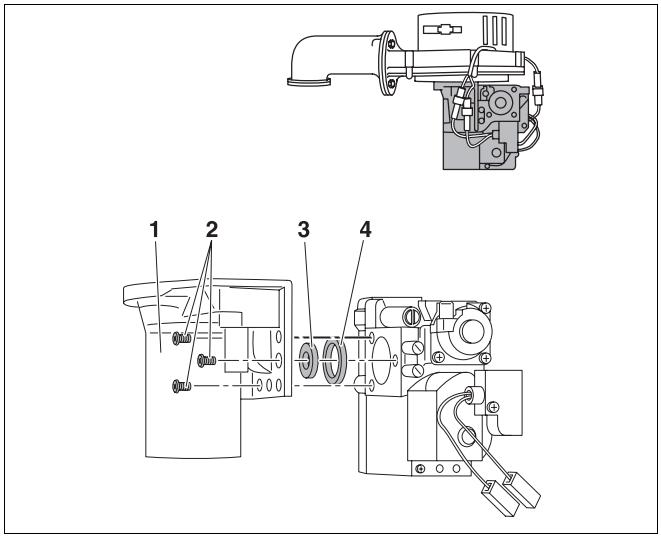

Rys. 65 Wymiana dyszy gazowej
Przezbrajanie na inny rodzaj gazu odbywa się poprzez demontaż wzgl. montaż dyszy gazowej (rys. 65, **poz.** 3) o odpowiedniej średnicy (tabela 16, str. 85).
W przypadku przezbrajania na gaz płynny P należy wymienić całą zwężkę Venturiego (rys. 65, **poz. 1**).
- Odkręcić trzy śruby (rys. 65, **poz. 2**) na ściance wzdłużnej armatury gazowej.
- Włożyć nową uszczelkę (rys. 65, **poz. 4**).